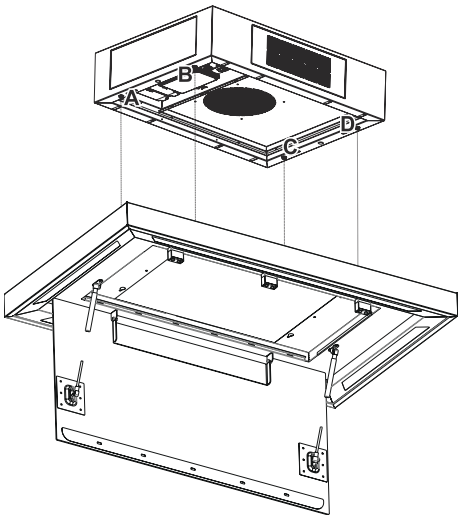

Fig. 19
3. Vid punkterna A, B, C & D finns 4 skruvar (Fig. 19).
Lyft upp fläkten och placera den på punkterna A, B, C & D (Fig. 19). Spänn skruvarna vid punkterna A, B, C, D.